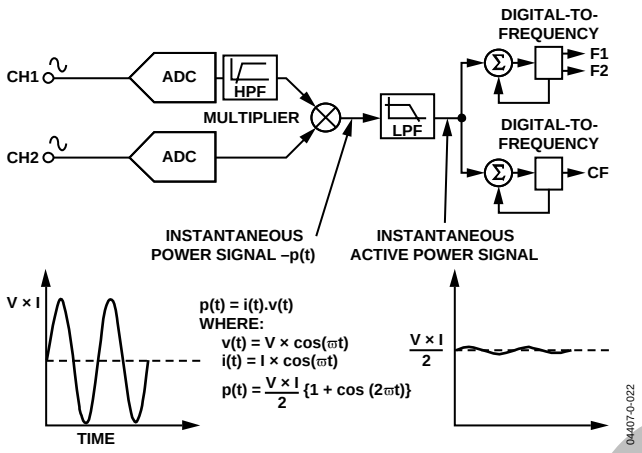

Figure 20. Signal Processing Block Diagram
The active power calculation is derived from the instantaneous power signal. The instantaneous power signal is generated by a direct multiplication of the current and voltage signals. To extract the active power component (dc component), the instantaneous power signal is low-pass filtered. Figure 20 illustrates the instantaneous active power signal and shows how the active power information can be extracted by low-pass filtering the instantaneous power signal. This scheme correctly calculates active power for nonsinusoidal current and voltage waveforms at all power factors. All signal processing is carried out in the digital domain for superior stability over temperature and time.
The pulse output calibration frequency (CF) is intended for use during calibration. The output pulse rate on CF can be up to 2048 times the pulse rate on F1 and F2. The lower the F_{1-4} frequency selected, the higher the CF scaling. Table 6 shows how the two frequencies are related, depending on the states of the logic inputs S0, S1, and SCF. Because of its relatively high pulse rate, the frequency at this logic output is proportional to the instantaneous active power. As with F1 and F2, the frequency is derived from the output of the low-pass filter after multiplication. However, because the output frequency is high, this active power information is accumulated over a much shorter time. Therefore, less averaging is carried out in the digital-to-frequency conversion. With much less averaging of the active power signal, the CF output is much more responsive to power fluctuations (see Figure 20).